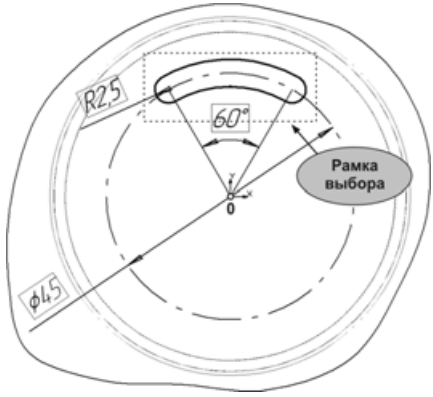

Рис. 5.187
- Проставьте угловой размер, определяющий угол между отрезками и введите значение угла равным 60°. Затем установите значение радиального размера равным 2.5 (рис. 5.187). На этом построение эскиза паза закончено.
- С помощью команды **Выделить | Рамкой** выделите построенный паз, за исключением размеров. Пример формирования рамки выбора показан на рис. 5.187.